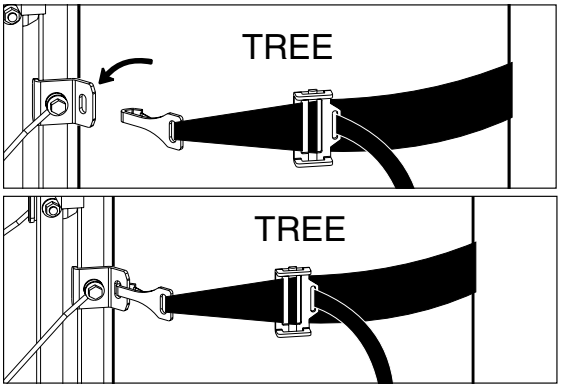

Figure 5
b. Take buckle and wrap around tree. Be sure the strap is even and at the same level all the way around the tree. Also, be sure there are no twists in the strap. Connect hook to opposite side of stand by inserting thru hole (slot) provided. **SEE FIGURE 5.**
c. Pull on excess end of strap firmly - snugging up stand to tree. **SEE FIGURES 5 AND 6.**
DO NOT TWIST STRAP WHEN ATTACHING. SEE FIGURE 5 FOR CORRECT ATTACHMENT.